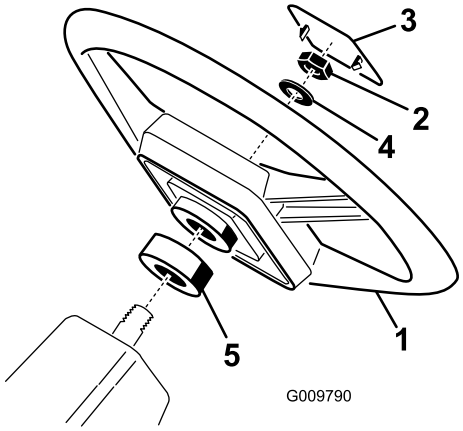

Figuur 6
1. Verwijder de contramoer van de stuuras. Schuif de schuimrubber afdichting, het stuurwiel en de ring op de stuuras (Figuur 6).